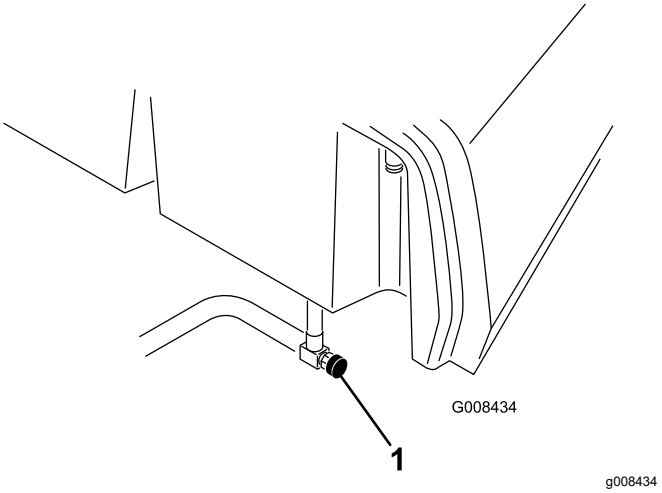

Figure 35
1. Fermez le robinet d'arrivée de carburant (Figure 35) situé au-dessous du réservoir de carburant.